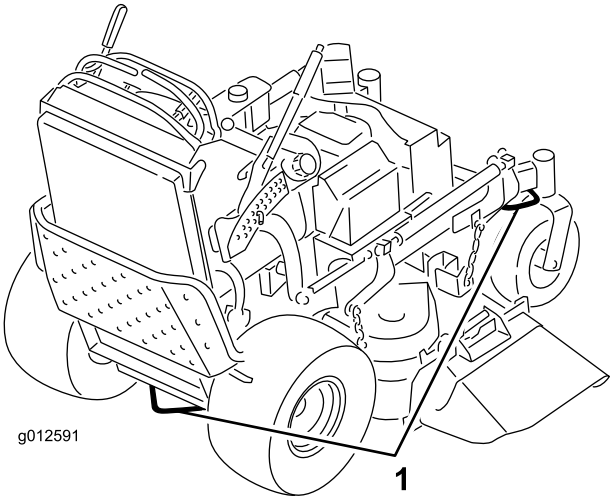

Figura 26
6. Utilize os aros de fixação metálicos na máquina para prender firmemente a máquina ao atrelado ou veículo com cintas, correntes, cabo, ou cordas (Figura 26).